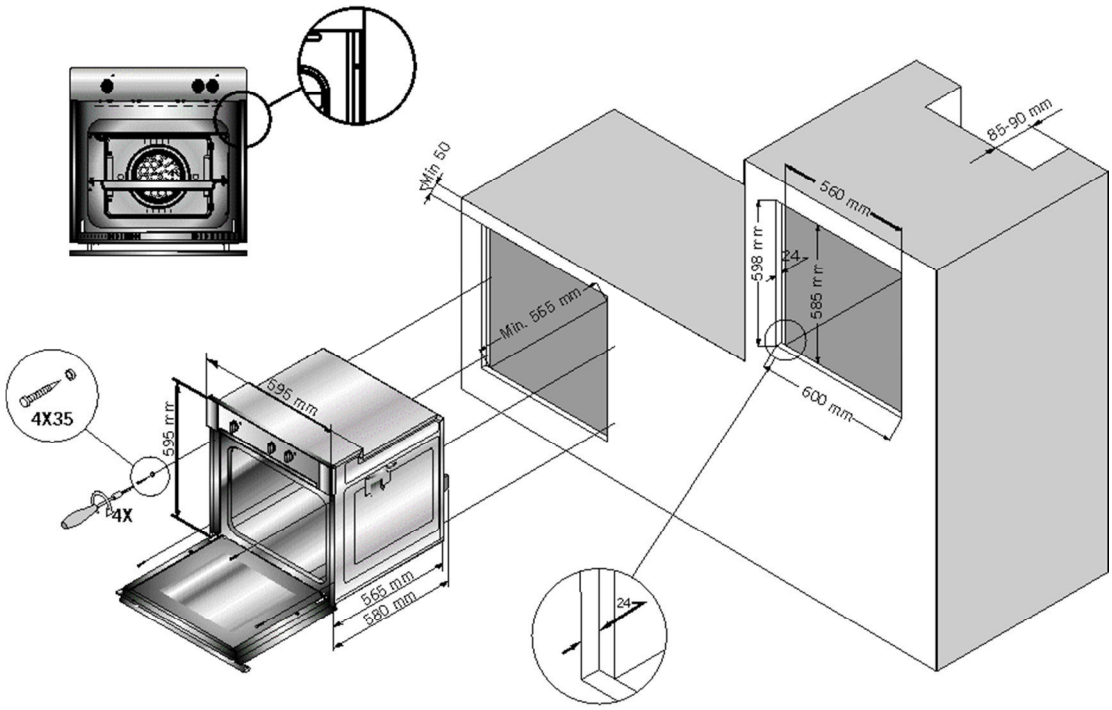

Figura-1
3. O forno poderá ser instalado em um encastre normal de 600 mm, como mostra a Figura 1, ou em um encastre alto integrado na coluna..